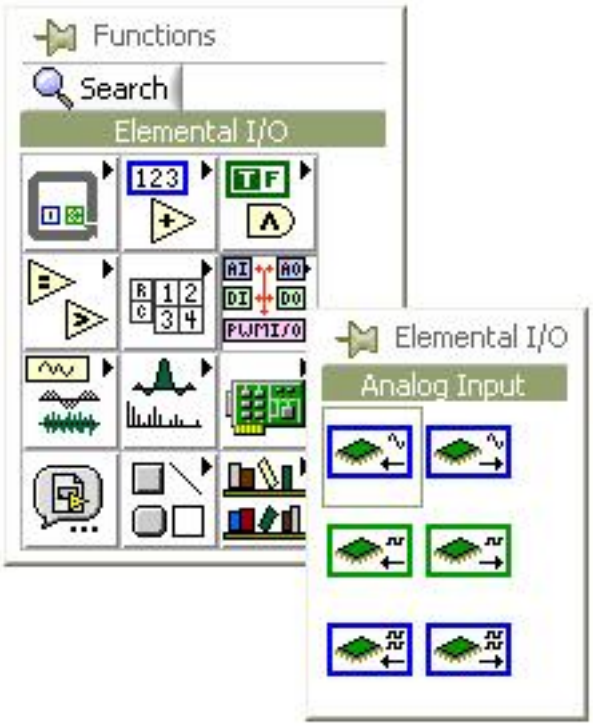

Figure 2: Elemental I/O sub palette
- Go to the Block Diagram of the blank VI, navigate the function palette to the Analog Input, click and drop an analog input element on the Block Diagram. It is located under Functions»Elemental IO»Analog Input. See Figure 2.